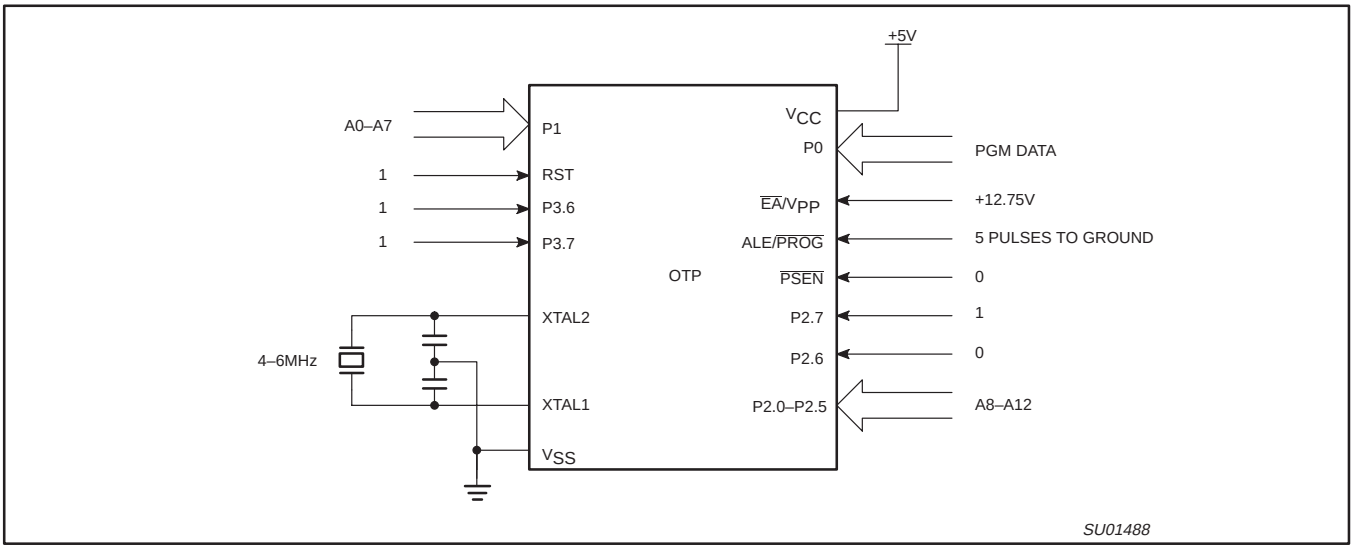
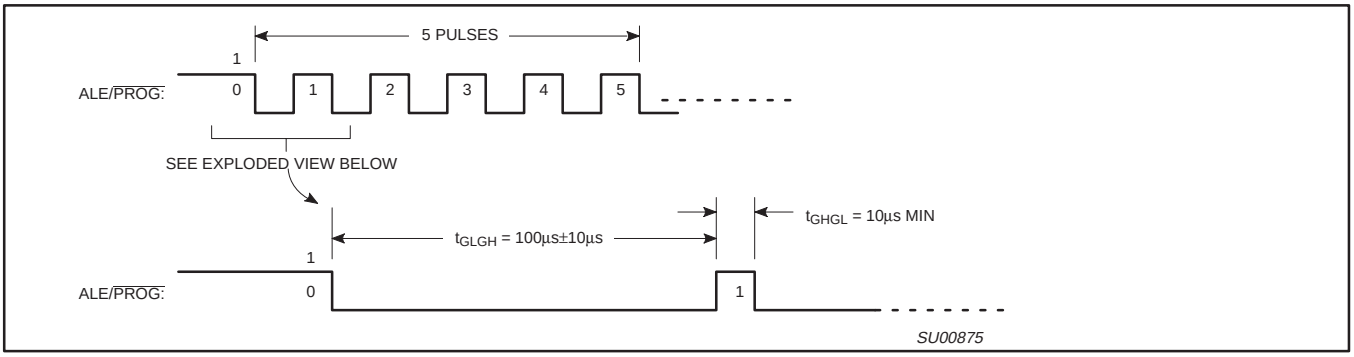
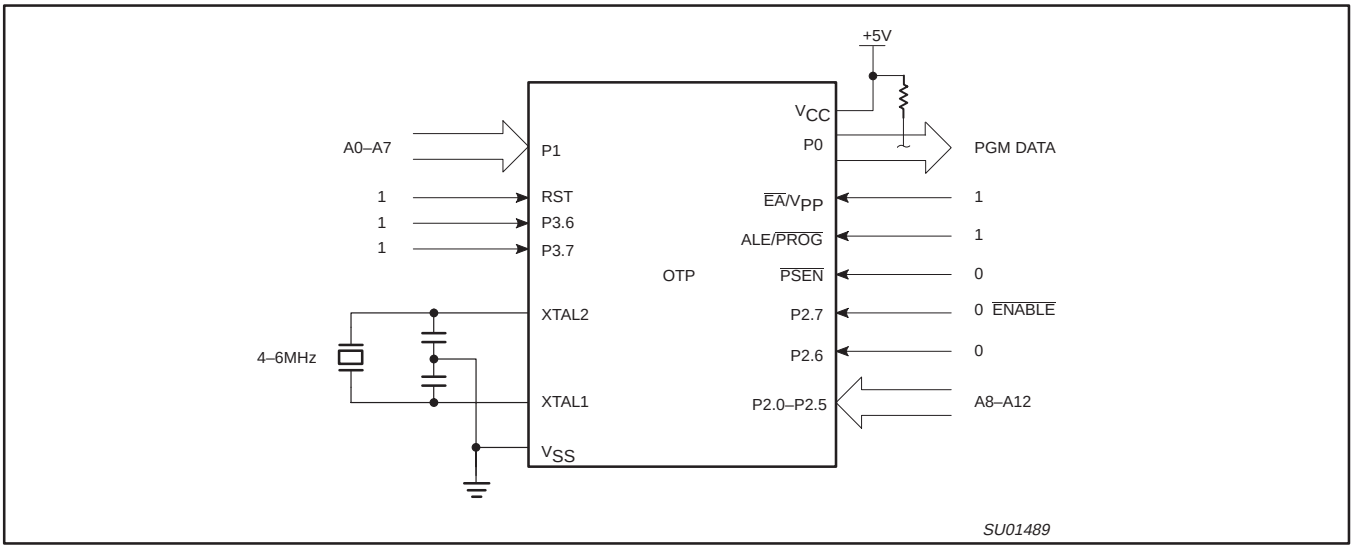

**Figure 40. Programming Configuration**
**Figure 41. $\overline{\text{PROG}}$ Waveform**
**Figure 42. Program Verification**
Table 9 shows the logic levels for reading the signature byte, and for programming the program memory, the encryption table, and the security bits. The circuit configuration and waveforms for quick-pulse programming are shown in Figures 40 and 41. Figure 42 shows the circuit configuration for normal program memory verification.
The setup for microcontroller quick-pulse programming is shown in Figure 40. Note that the device is running with a 4 to 6 MHz oscillator. The reason the oscillator needs to be running is that the device is executing internal address and program data transfers.
The address of the EPROM location to be programmed is applied to ports 1 and 2, as shown in Figure 40. The code byte to be programmed into that location is applied to port 0. RST, $\overline{PSEN}$ and pins of ports 2 and 3 specified in Table 9 are held at the 'Program Code Data' levels indicated in Table 9. The ALE/$\overline{PROG}$ is pulsed low 5 times as shown in Figure 41.
If security bits 2 and 3 have not been programmed, the on-chip program memory can be read out for program verification. The address of the program memory locations to be read is applied to ports 1 and 2 as shown in Figure 42. The other pins are held at the 'Verify Code Data' levels indicated in Table 9. The contents of the address location will be emitted on port 0. External pull-ups are required on port 0 for this operation.
* FOR PROGRAMMING CONFIGURATION SEE FIGURE 40.
FOR VERIFICATION CONDITIONS SEE FIGURE 42.